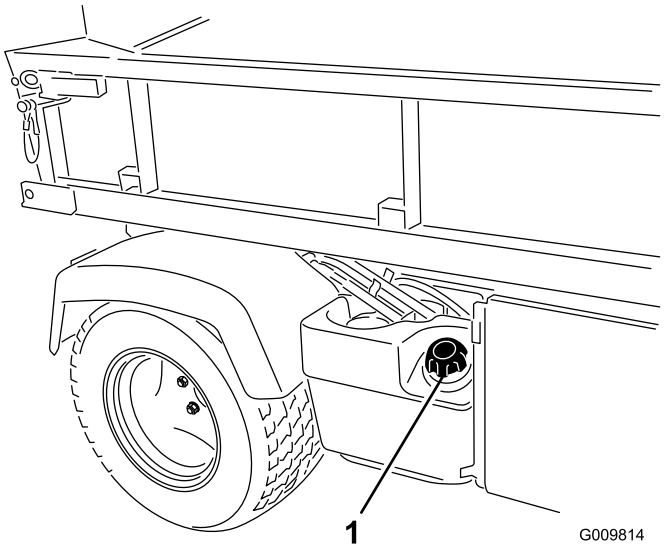

**Figur 16**
2. Fjern brændstofdækslet (Figur 16).